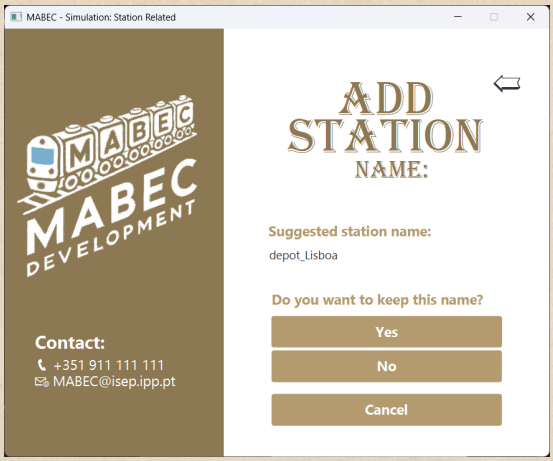

Figure 5.91: Add Station - Choose Station Name
- **Name** – Use the default suggested name or input a custom name (see Figure 5.91).